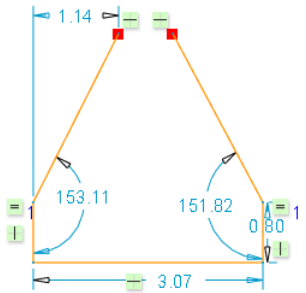
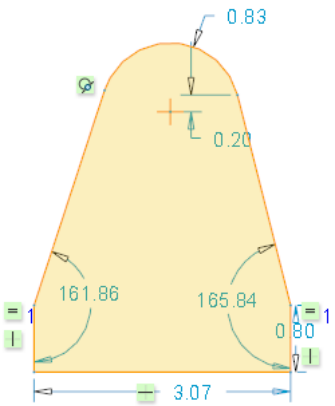

Figure 2-26 *Sketch of the line drawn with weak dimensions*
Figure 2-27 *Sketch with arc*
d. Draw an arc and a circle, refer to Figures 2-26 through 2-28.
11. Size the inclined line and specify the endpoint of the right inclined line. Press the middle mouse button twice; lines are created and all the constraints that you have applied become visible, refer to Figure 2-26. Now, you need to draw the arc and the circle.
1. The weak dimensions in Figure 2-26 are not displayed in Figure 2-27 because after an arc is drawn, some of the weak dimensions automatically get deleted.